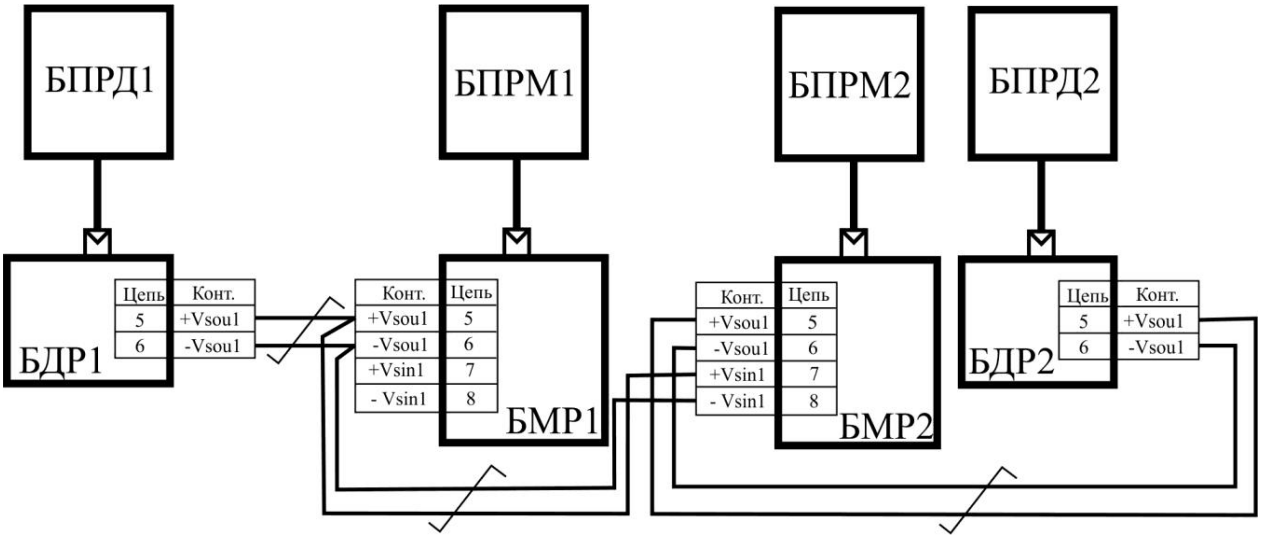

Рис.6.13
6.3.5.5 Для проводной синхронизации, при засветке посторонними радиопередающими устройствами (о чем свидетельствует частые «ложные» тревоги), необходимо включить взаимную синхронизацию. При этом активный выход +/-Vsou (БМР1 или БДР1) ведущего извещателя подключается к входу +/-VSin ведомого извещателя (БМР2), в зависимости от расположения БМР2 (вблизи смежного БПРМ1 см. рис. 6.13